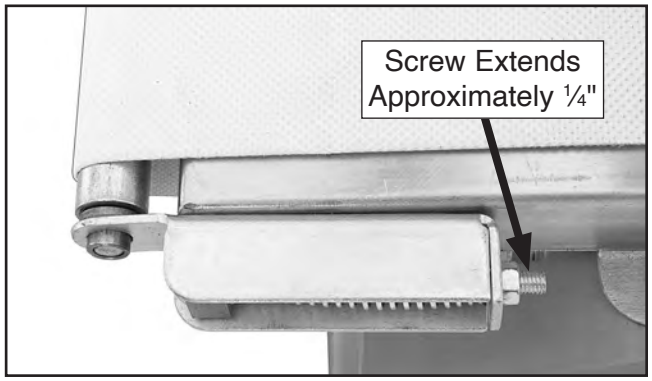

Figure 59. Example of tensioning screw extending beyond lock nut.
2. Check that ends of both tensioning screws extend evenly approximately 1/4" beyond lock nut, as shown in **Figure 59**.
2. Use permanent marker to mark feed belt tensioning screws where they extend beyond lock nuts (see **Figure 59**). This step will aid you in returning screws to their original position, reducing amount of tracking and tensioning necessary.